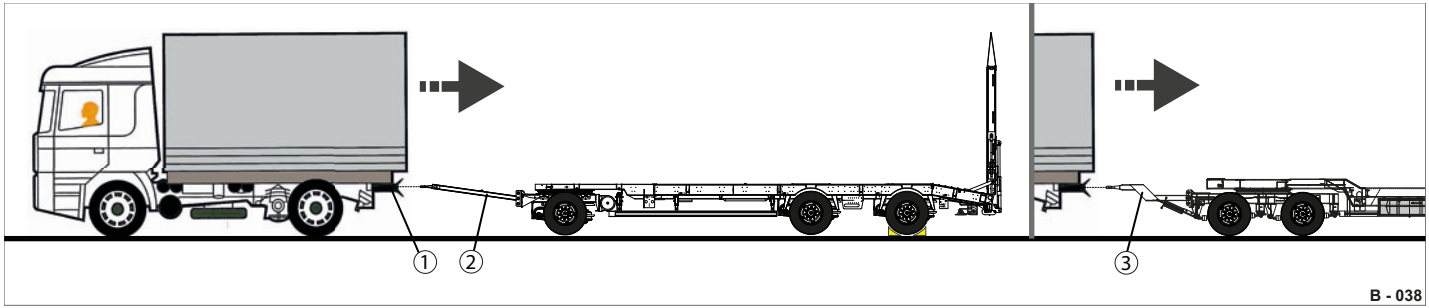

Abb. 53 Ankuppeln
- ▶ Öffnen Sie die Bolzen-Kupplung (Abb. 53/1).
- ▶ Setzen Sie die Zugmaschine zurück, so dass die Zugöse an der Zuggabel (Abb. 53/2 bzw. Abb. 53/3) in der Bolzen-Kupplung einrastet.